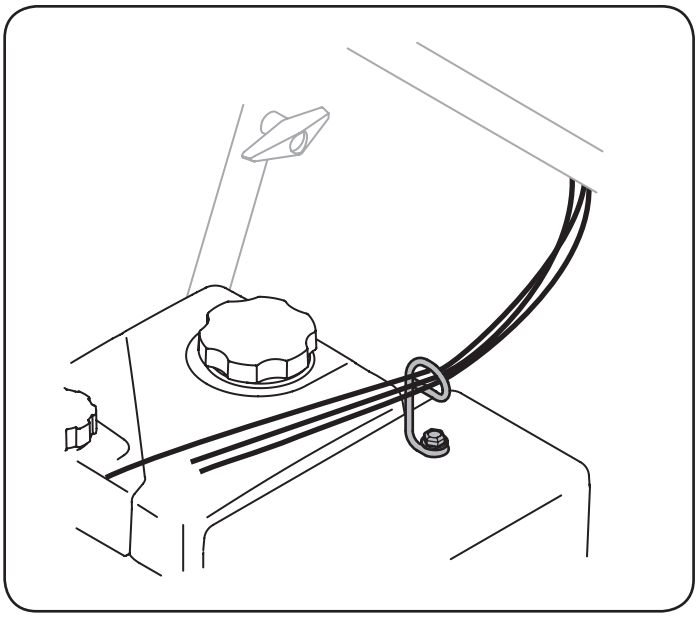

Figura 10
10. Controle que todos los cables estén adecuadamente dirigidos a través de la guía de cables en el motor. Vea la figura 10.